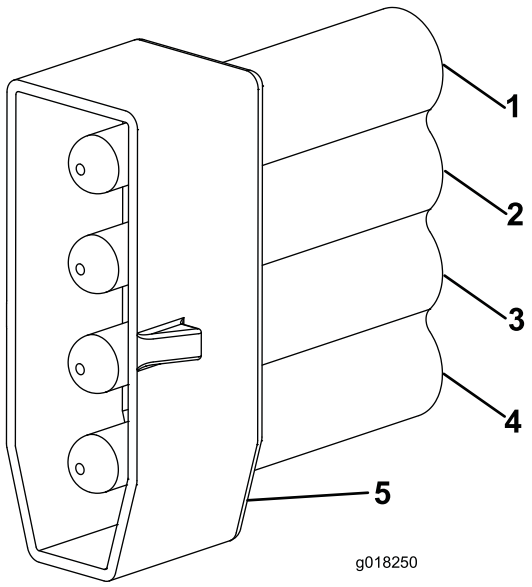

Bild 12
7. Drücken Sie die Stifte in den Anschluss, um den PM4-Kabelanschluss am Kabel zu befestigen. (Bild 12). Markieren Sie diesen Anschluss als rechts“, um das Kabel beim Anschließen an den Hauptkabelbaum der Maschine leichter zu identifizieren.